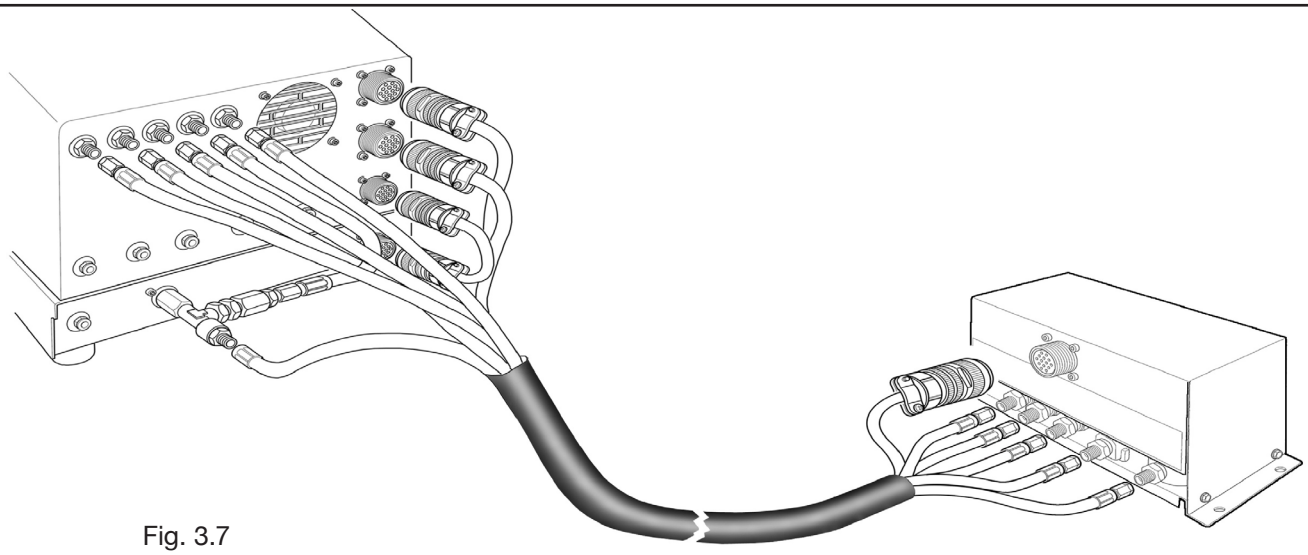

Fig. 3.7
• avvitare il connettore elettrico all'uscita "VALVE CONSOLE" (vedi parte sinistra di fig.3.7);
- collegare l'altra estremità del art.1166 alla console valvole PVC (art.469) per i tubi "plasma", "secondary" e "auxiliary", facendo attenzione alla corrispondenza delle marcature. Fissare la PVC sulla testa del pantografo, in prossimità della torcia (vedi parte destra di fig. 3.7);
• collegare infine la connessione art.1189 avvitando il connettore elettrico all'uscita "POWER SOURCE" (vedi parte sinistra di fig. 3.7).
• Collegare l'altra estremità del art.1166 alla console valvole PVC (art.469) per i tubi "plasma", a "secondary" e "auxiliary", facendo attenzione alla corrispondenza delle marcature dei tubi gas. Fissare la PVC sulla testa del pantografo, in prossimità della torcia (vedi parte destra di fig. 3.7).